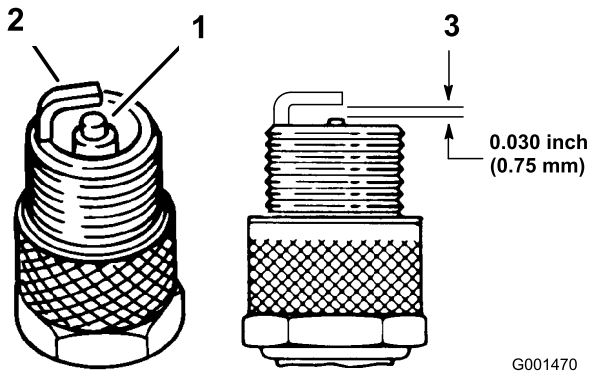

Figura 27
1. Mire la parte central de las bujías (Figura 27). Si se observa un color gris o marrón claro en el aislante, el motor está funcionando correctamente. Si el aislante aparece de color negro, significa que el limpiador de aire está sucio.
3. Compruebe la separación entre los electrodos central y lateral (Figura 27). Si la distancia no es correcta, doble el electrodo lateral (Figura 27).
3. Conecte los cables a las bujías (Figura 27).